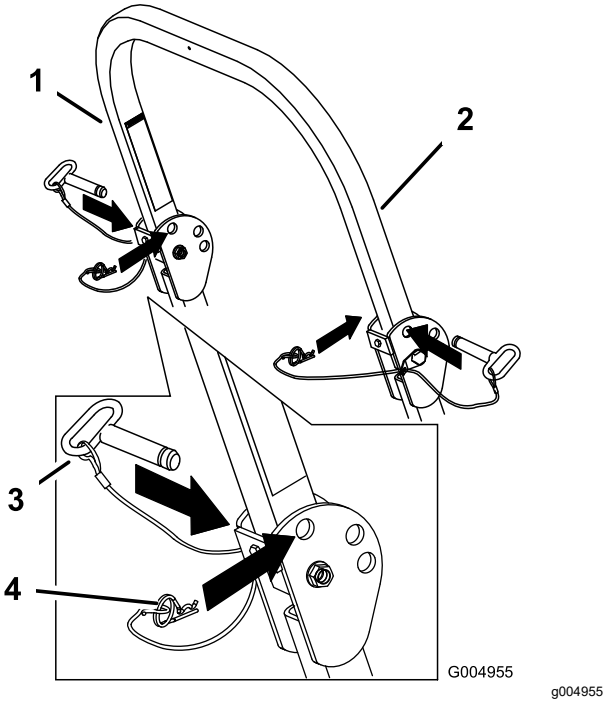

Figuur 9
1. Maak de R-pennen los en verwijder de 2 pennen (Figuur 9).
3. Plaats de 2 pennen en zet deze vast met de R-pennen (Figuur 9).
2. Klap de rolbeugel omhoog, plaats de 2 pennen en zet deze vast met de R-pennen (Figuur 9).